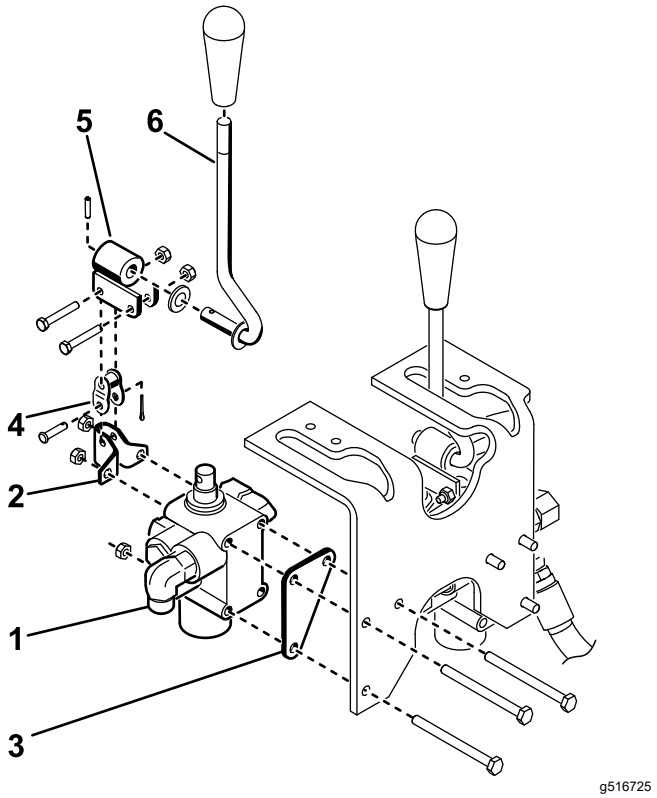

Figura 8
2. Montate il gruppo della valvola, la staffa orientabile e la piastra della valvola sul telaio con 3 bulloni (¼" x 3") e 3 dadi di bloccaggio (Figura 8). Durante il montaggio, posizionate la piastra della valvola contro la parte frontale del componente del telaio e serrate i dispositivi di fissaggio a un valore compreso tra 10 e 12 N·m.
3. Montate senza serrare il gruppo leva orientabile sul pistone della valvola e sul tirante sfalsato con 2 bulloni (n.10 x 1¼") e 2 dadi di bloccaggio (Figura 8).